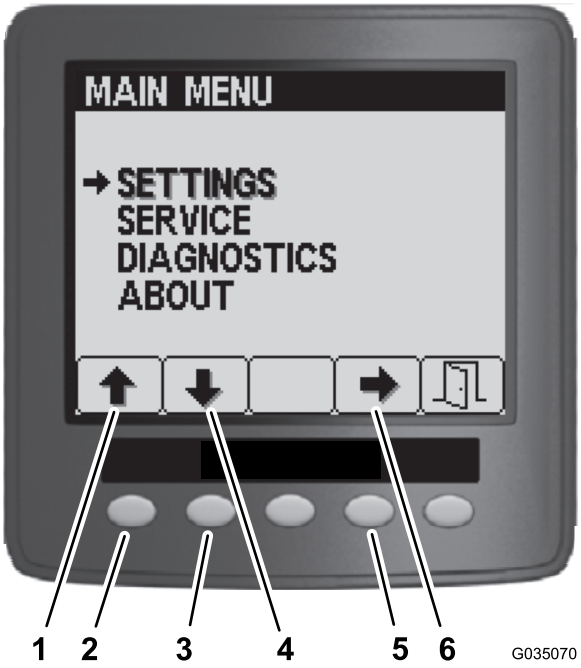

Figur 100
3. På hovedmenuen skal du trykke på knap 1 eller 2, indtil Indstillinger vises, og trykke på knap 4 for at navigere til menuen Indstillinger (Figur 100).